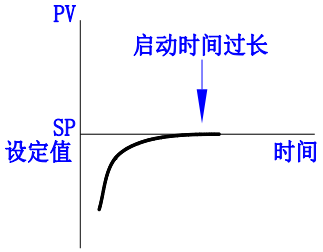

图3.14 启动时间过长
2) 启动时间过长，如图 3.14 所示。方法：增大 Kp 值，观察是否超调或震荡；若超调衰减出现震荡，适当减小 Kp 值，增大 Ki 值。